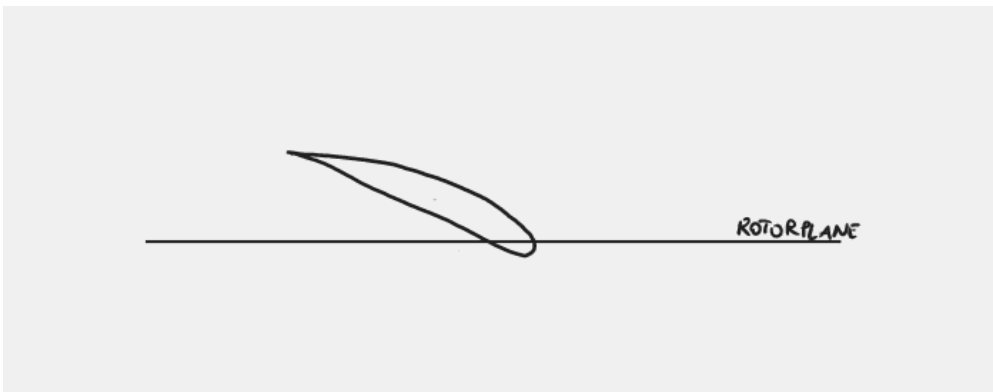

Figure 3: Sketch of wind turbine airfoil.
2. Draw a sketch like the one in Figure 3. Draw the velocity triangle that consists of the incoming wind speed, the rotationally induced wind speed and the relative wind speed, assuming a tip speed ratio of $\lambda = 4$ and an axial induction of $a = 0.3$. The drawing must be at an aspect ratio of 1:1 (true angles). Mark the flow angle ϕ, the angle of attack α and the twist angle β.